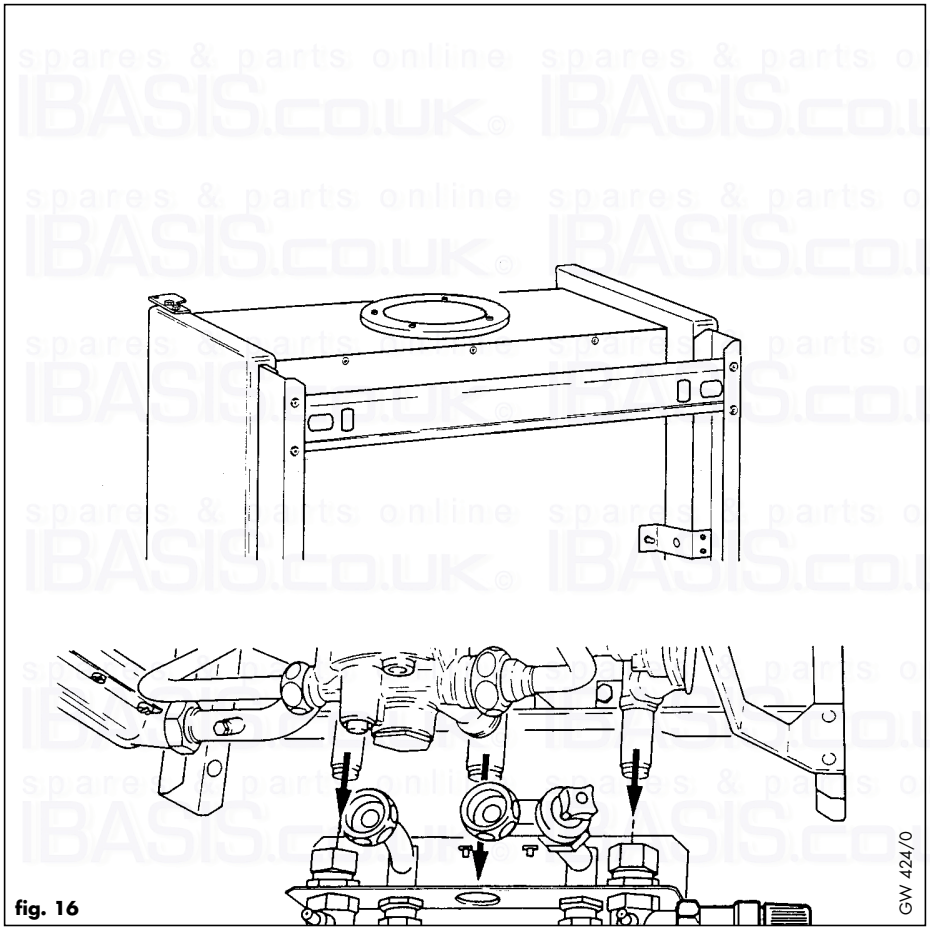

fig. 16
4.6.2 Fitting the boiler (fig. 16)